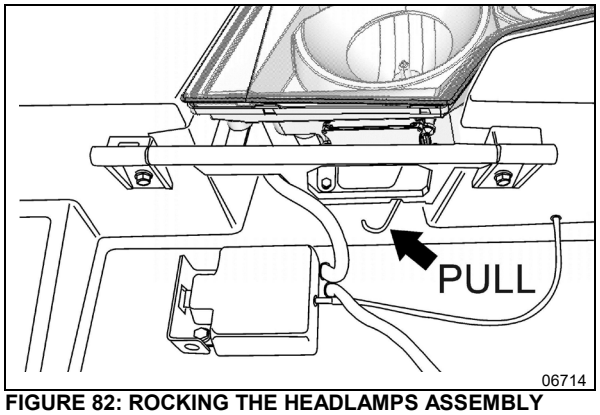

FIGURE 82: ROCKING THE HEADLAMPS ASSEMBLY
3. Pull on the rod shown on **FIGURE 82** to pivot the headlamps assembly.